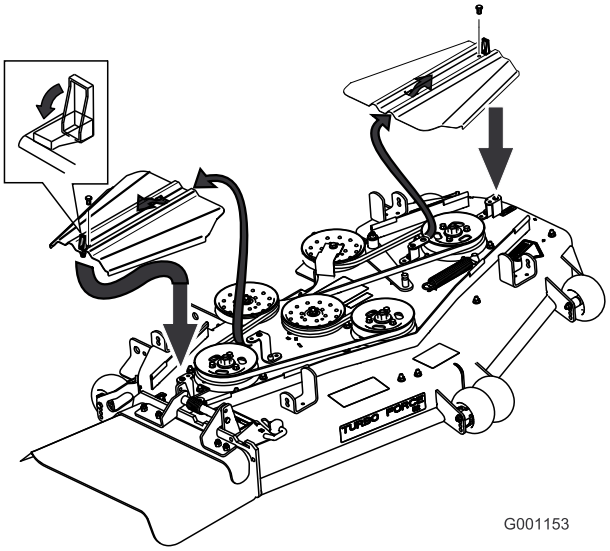

Figur 55
3. Fjern boltene som holder remmens deksler på plass og fjern dekslene (Figur 55).
9. Monter remdekselen ved å føre dekselet inn på tappen, montere boltene og låse det (Figur 55).